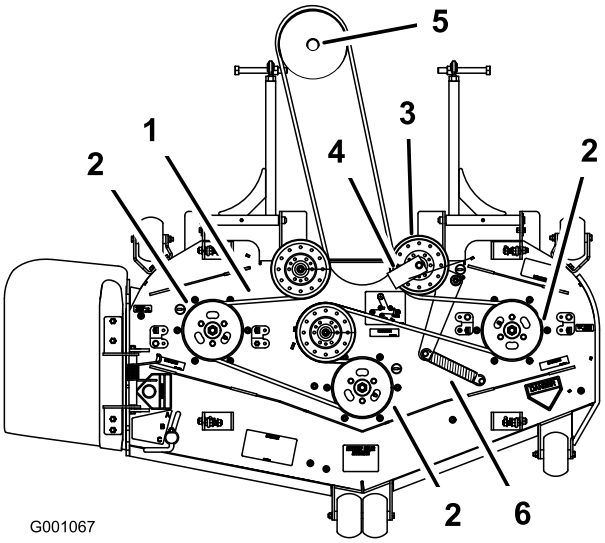

Figur 71
8. Montera en ny rem runt klipparremsskivorna och växellådsskivan under motorn (Figur 71).
9. Montera remstyrningen på den fjäderbelastade remskivan i 45 graders vinkel i enlighet med Figur 71. Dra åt skruven till 37–45 Nm.
10. Montera mellanremskivfjädern på de två hållarna (Figur 71).